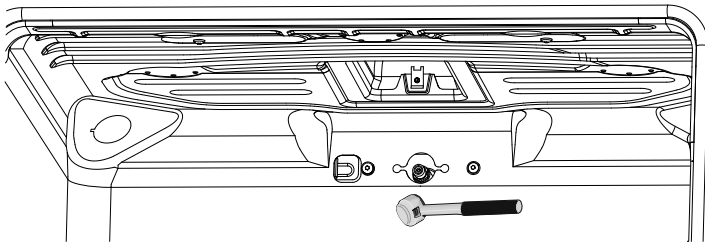

Figure 19
4. Once access to the orfice hood is clear, use a 1/2 inch deep socket wrench to remove the hood (see Figure 19). (Use care to not drop hoods during removal or installation.)